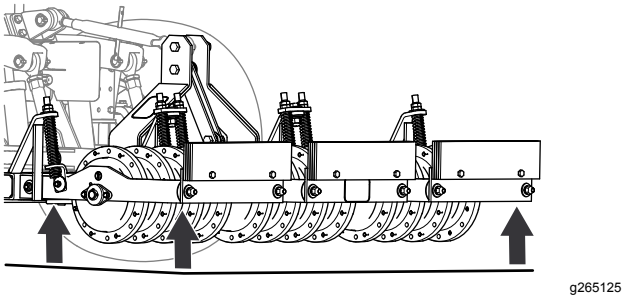

Рисунок 19
7. Отрегулируйте тяги 3-точечного сцепного устройства так, чтобы выровнять аэратор по горизонтали в поперечном и продольном направлениях (Рисунок 19); см. руководство оператора для вашего тягового блока.